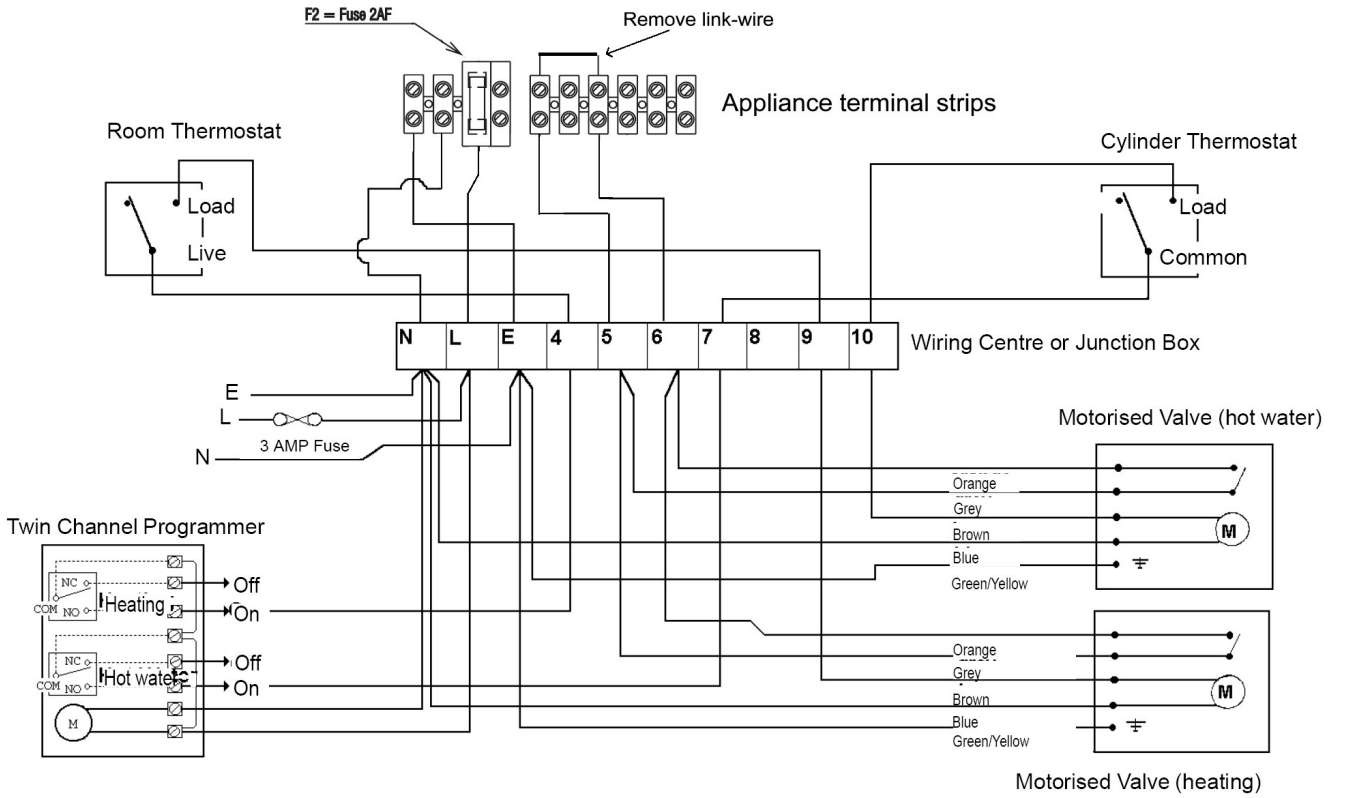

Fig. 41
8.4.2 "S"-PLAN WITH EXTERNAL TWIN CHANNEL PROGRAMMER (fig. 41)